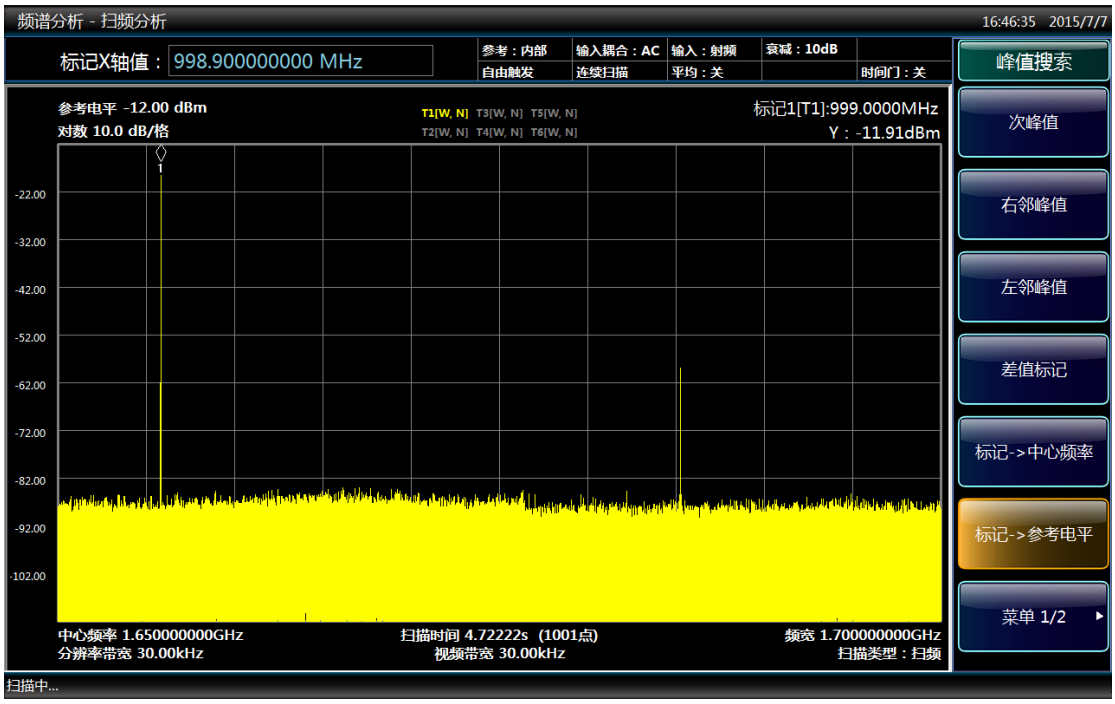

图 4.18 信号峰值位于参考电平处的显示界面
- 按【峰值搜索】、[标记→参考电平]，结果如图 4.18 所示。